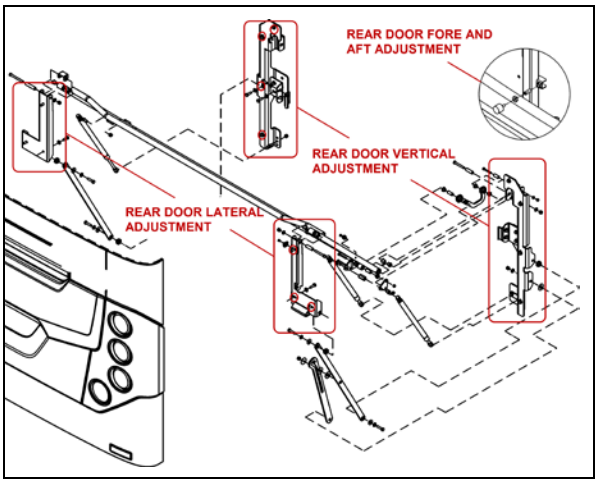

**FIGURE 40: ENGINE COMPARTMENT DOOR** 18633_1
1. To adjust the door VERTICAL position, loosen the bolts (4 on each side) holding the door supporting arm and gas springs bracket to the *vehicle structure* (Figure 40).
2. To adjust the door LATERAL position, loosen the bolts (3 on each side) holding the door supporting arm and gas springs bracket to the *door* (Figure 40).
3. Adjust the door FORE & AFT position by screwing/unscrewing the rubber door stops on each side of the door opening (Figure 40).